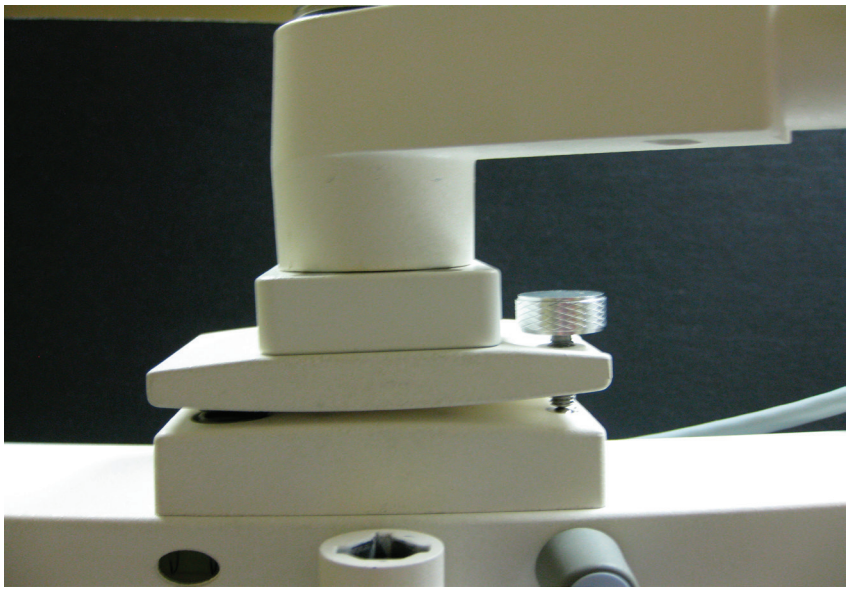

Figura IS-09, Tornillo de apriete manual
2. Gire lentamente el tornillo de apriete manual en sentido horario o antihorario para ajustar el nivel del cabezal Phoroptor; utilice como guía el nivel iluminado de la parte frontal del cabezal Phoroptor. (Mire la Figura IS-09).